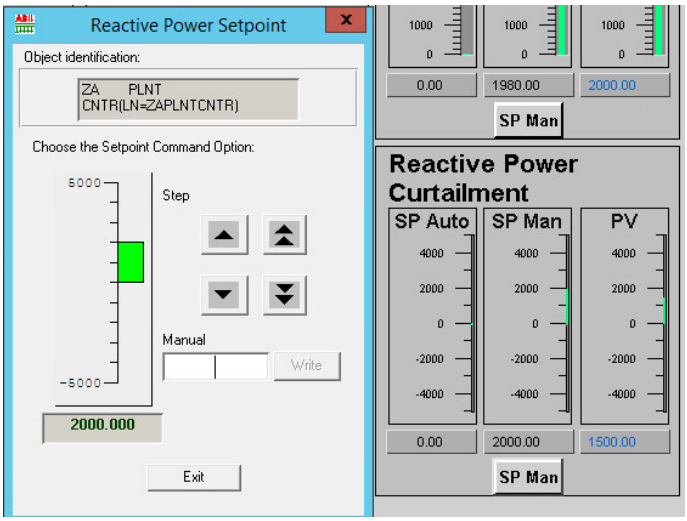

Figure 4-9 Reactive Power Operator Set Point
Pressing the button *SP Man* (ref.5) will be opened a pop up that permits the operator to enter the set point for the Q, V or PF according to the selection (with buttons in ref 3) (see Figure 4-9). The value can be increased or decreased with the buttons inside the pop up, or a precise value can be inserted clicking on the value and typing the requested value in the box.